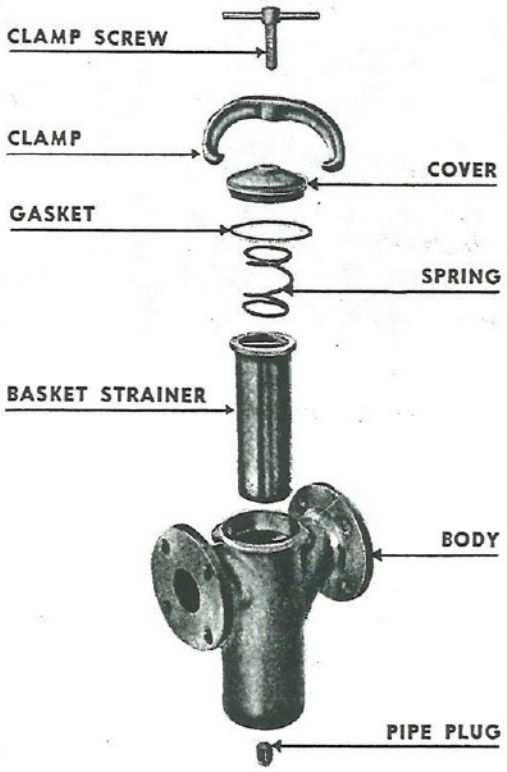

Fig. 16. Lubrication Filter
20. THE FINAL FILTER. The lubricating oil is now on its way back to the engine. But before entering the main oil header, the oil must pass through one more unit, or another screen filter which removes any dirt that it may have acquired in the service tank or in other parts of the system while en route back to the engine. The parts of this filter are shown in Fig. 16. The filter is not equipped with a relief valve. By this time the oil should be so clean that with proper care and regular cleaning the screen should not become excessively clogged. The basket is composed of fine wire mesh screen. The spring, clamp and clamp screw provide a positive means of tightening down on the basket to keep the screen in place de-